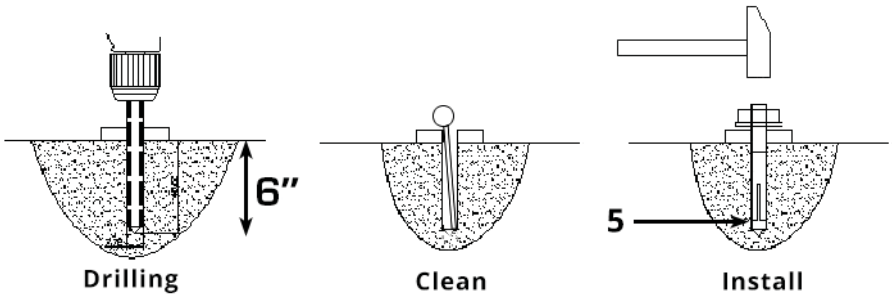

Fig. 14
2. Use a the rotary hammer drill with a ¾ inch masonry bit and drill all the anchor holes and install the anchor bolts **(See Fig. 14).**